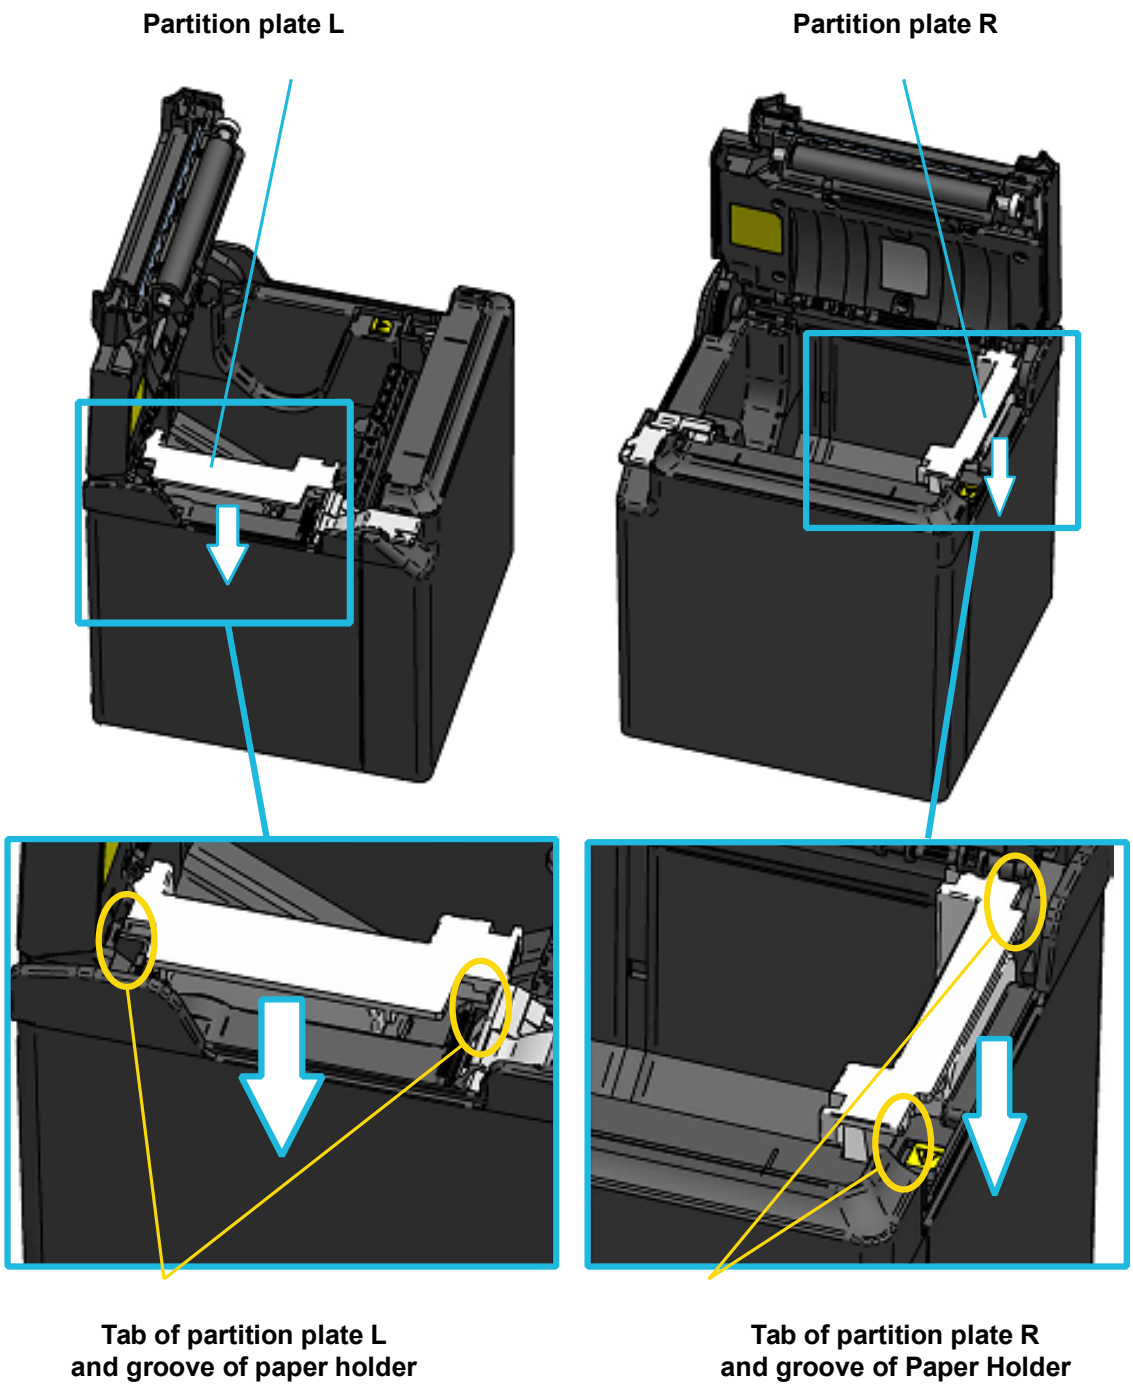

Figure 14-3 Partition Plate Installation (3)
(5) Slide down the partition plate L and the partition plate R along the inner wall of the paper holder in the direction of the arrow in Figure 14-3.